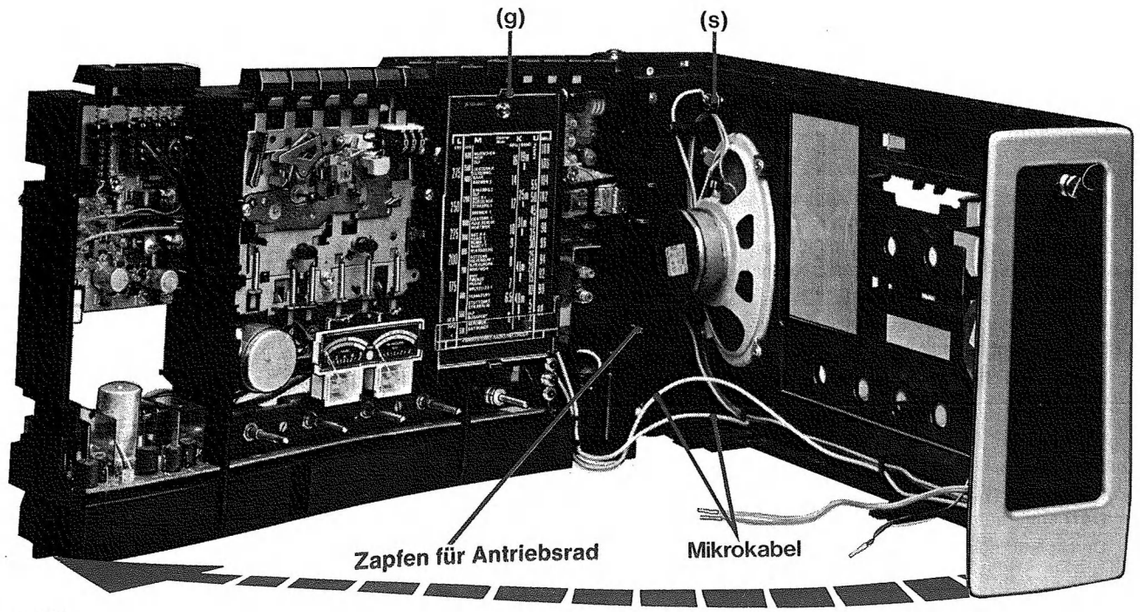

Bild 4
Das Gerät ist nun von allen Seiten zugänglich. — **Bild 4**
1. die Mikro-Kabel nicht am Lautsprecher anliegen, — **Bild 4**
Bei einem eventuellen Ausbau der HF-ZF-Platte kann das Antriebsrad auf den Zapfen (siehe Bild) gesteckt werden. — **Bild 4**
Beim Wiedereinbau ist darauf zu achten, daß die Leitungen wie ursprünglich verlegt werden. — **Bild 4**